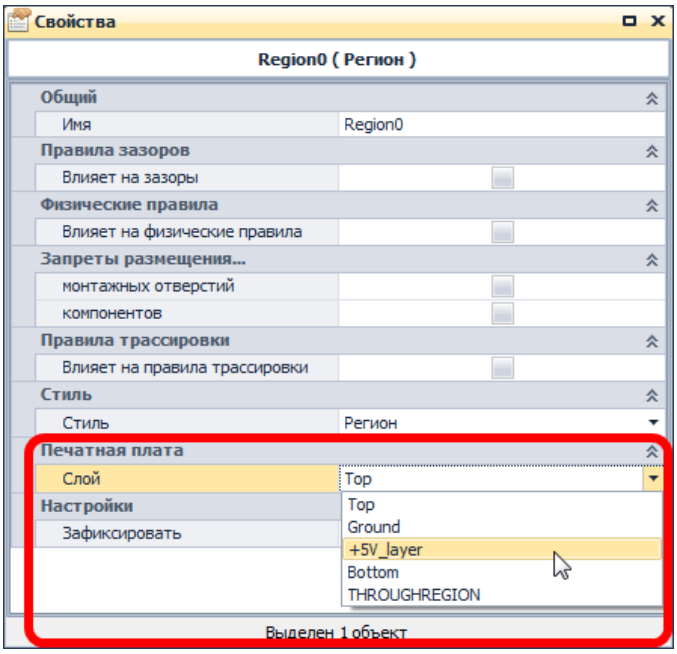

Рис. 716. Выбор слоя для региона
4. В панели «Свойства» выбрать слой, на котором будет действовать запрет, Рис. 716. Регион может быть размещен на любом одном проводящем слое или использоваться на всех проводящих слоях сразу (THROUGHREGION).